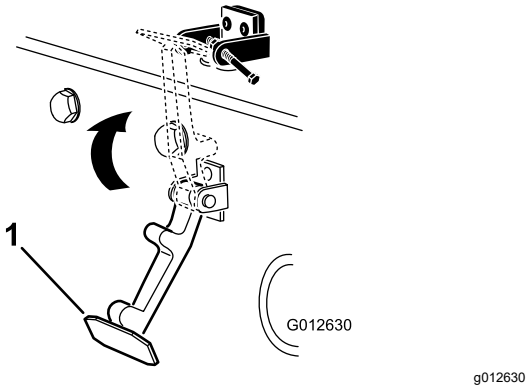

Figuur 14
6. Haak de sluiting op de vergrendelbeugel van de motorkap (Figuur 14).